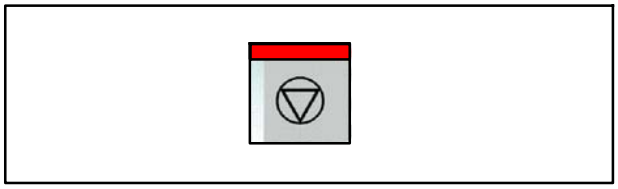

Fig. 215 Touche Arrêt
1. Appuyer sur la touche Arrêt (Fig. 215)